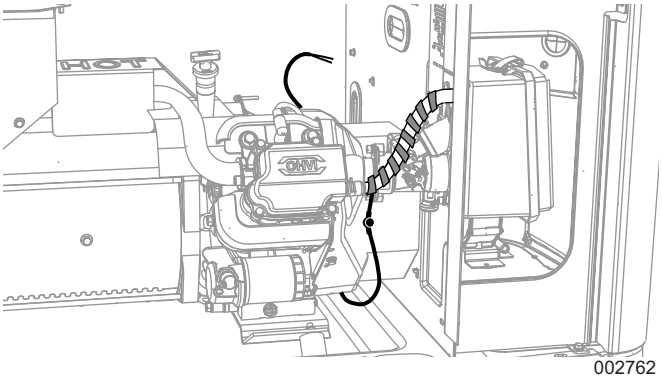

Figure 4. Acheminement des fils du chauffe-reniflard (modèles de 9 kW)
2. Voir la ***Figure 4***. Acheminez les fils à l'arrière du moteur en les faisant passer sous ce dernier, comme il est indiqué sur l'image.